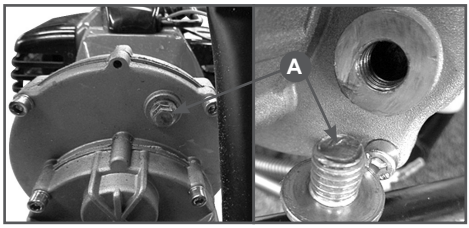

Рис. 2 Проверка наличия смазки
1. Извлеките винт (А) под блоком редуктора и проверьте наличие смазки (Рис. 2). При необходимости добавьте около 50 г универсальной смазки CHAMPION EP-0. После добавления смазки проверните вал отбора мощности на один оборот для равномерного распределения смазки.